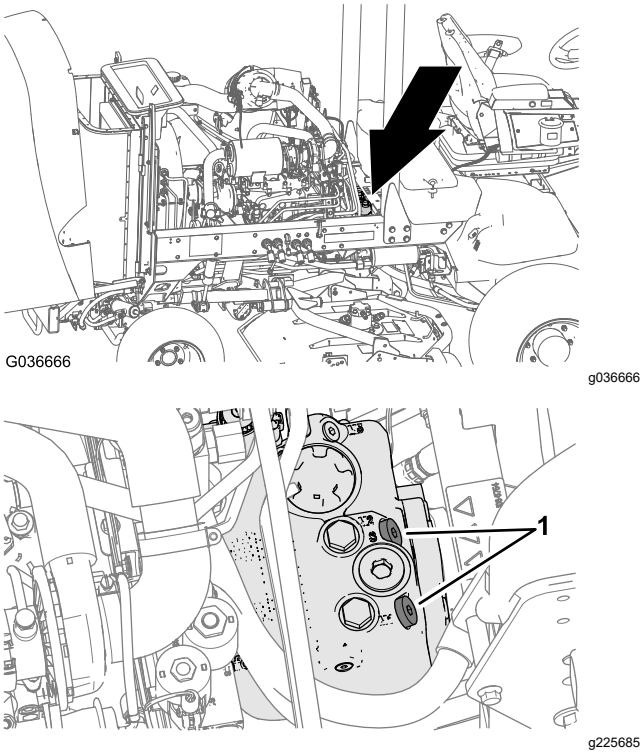

Figur 67
1. Åpne panseret og finn omløpsventilene (Figur 67) øverst på pumpen, bak batteri- og oppbevaringsboksene.